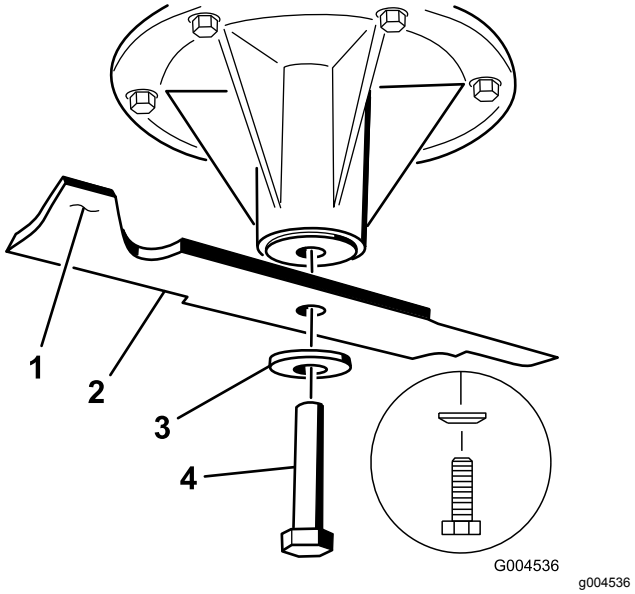

Figur 102
2. Fjern knivbolten, den buede skive og skærekniven fra spindelakslen (Figur 102).